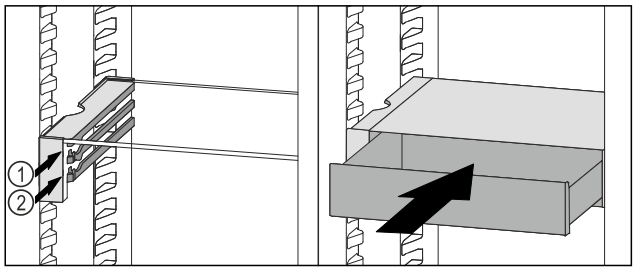

Fig. 124
▶ Place the VarioSafe drawer behind the stoppers on desired rib *Fig. 124 (1)* or *Fig. 124 (2)*.